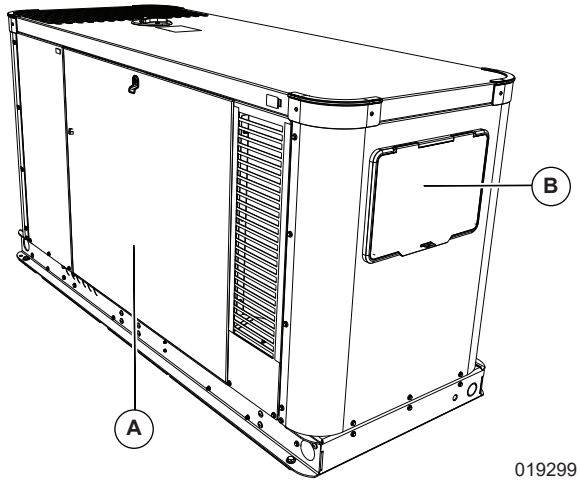

Figure 3-1. Enclosure Front (Service Left) and Right (Service Rear) View
See ***Figure 3-1***. The front (service left) side (A) of the generator has the service access panel with Generac logo. The control panel is on the right (service rear) side (B) of the generator.